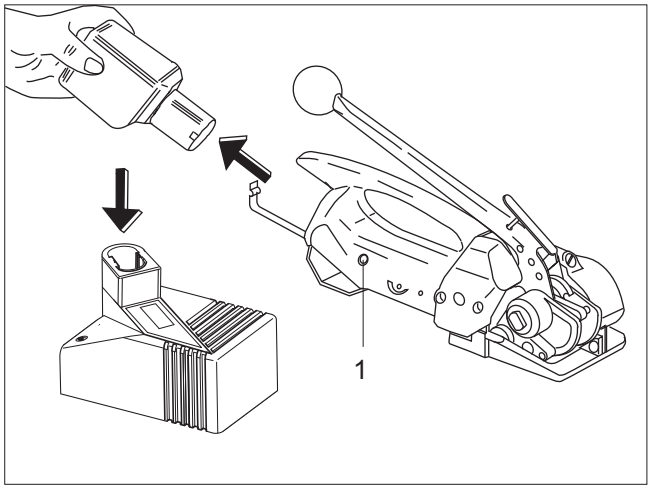

*Fig. 12*
– Maintenir le levier de tension dans cette position (env. 2 s) jusque la lampe de contrôle (fig.12/1) ne pas illuminé.